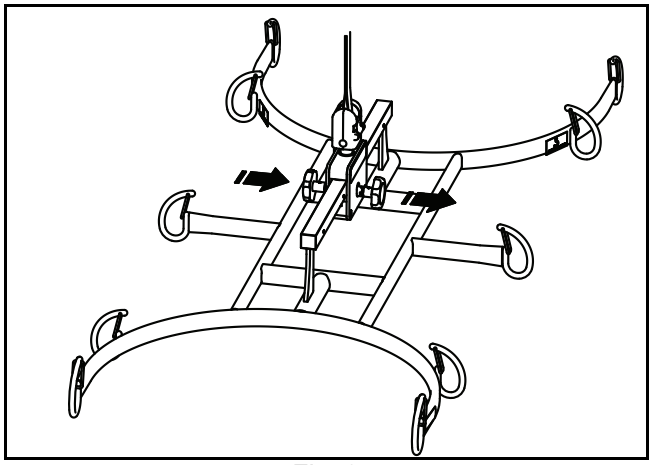
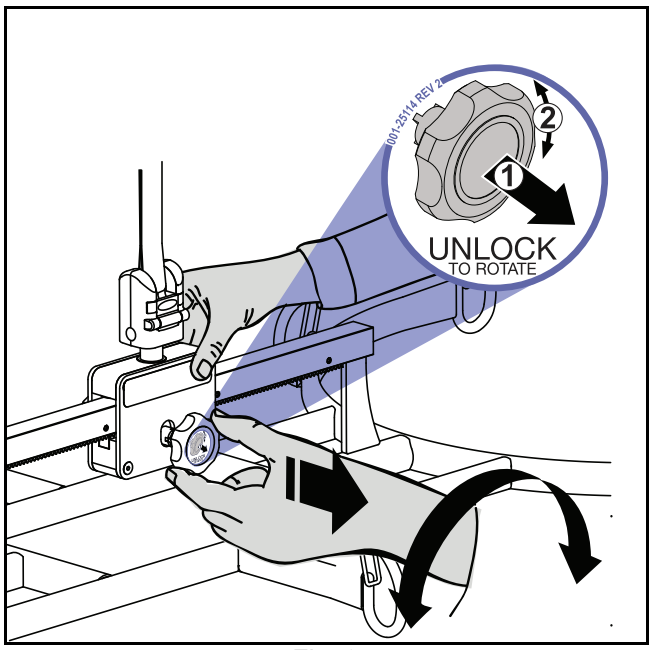

Fig. 8
Fig. 9
3) Pour régler le cadre de civière, tirer ou pousser les boutons (selon le bouton concerné) à l'encontre de la pression de mise en prise du ressort (voir Fig. 8) avant de les tourner (voir Fig. 9).